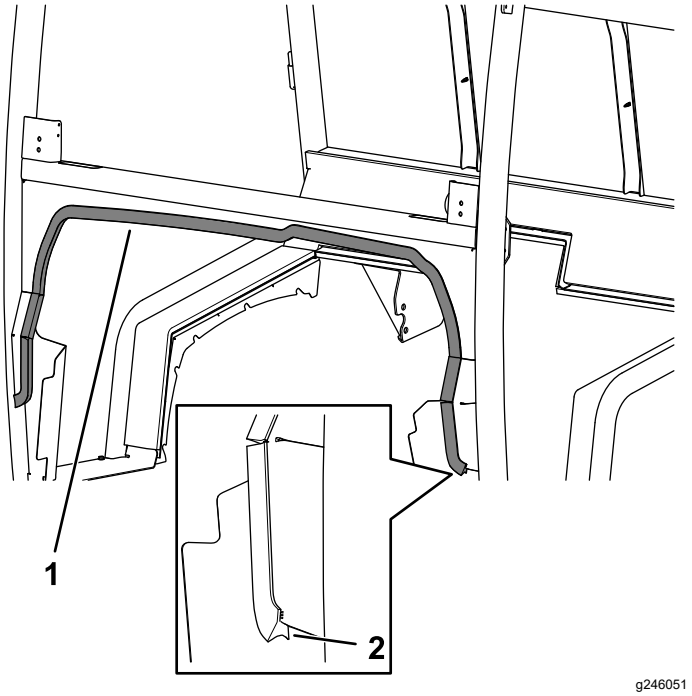

Figur 30
4. Montera instrumentbrädans nedre tätning på hytten (Figur 30).
Se till att du monterar tätningen med dess längre kant mot maskinens framsida (Figur 30).